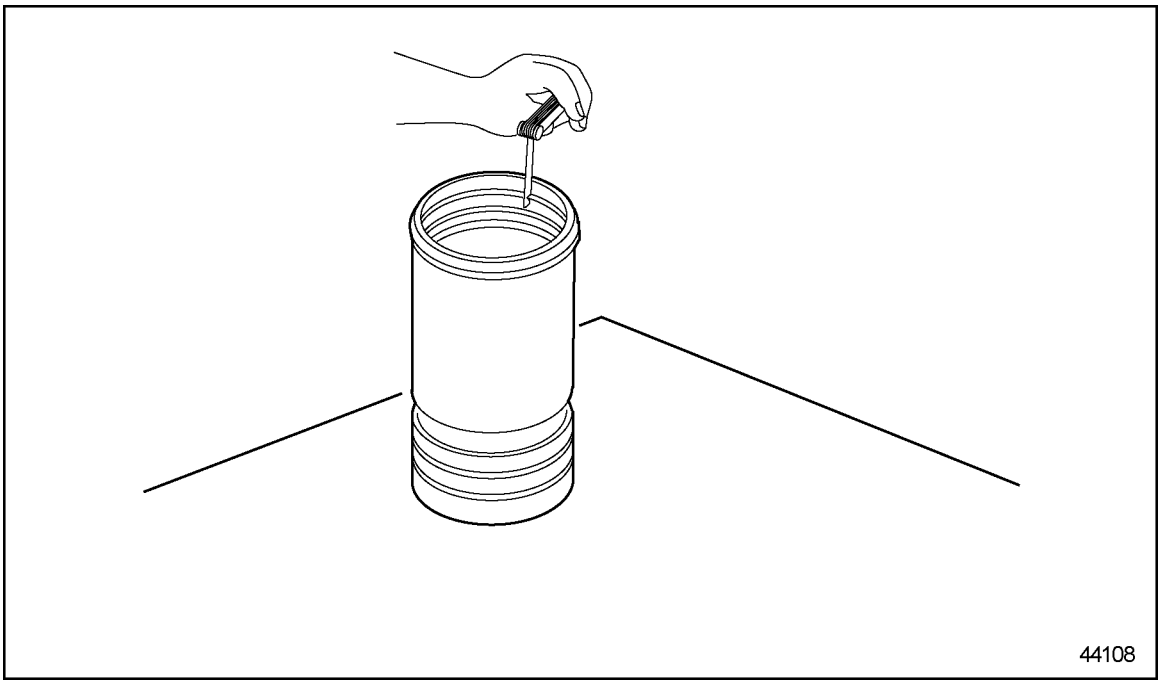

Figure 1-282 Piston Ring Gap Measurement
3. After the three rings have been positioned in the liner, measure the ring gap of the top ring with a feeler gage. See Figure 1-282. Remove the ring from the liner after the measurement is complete.